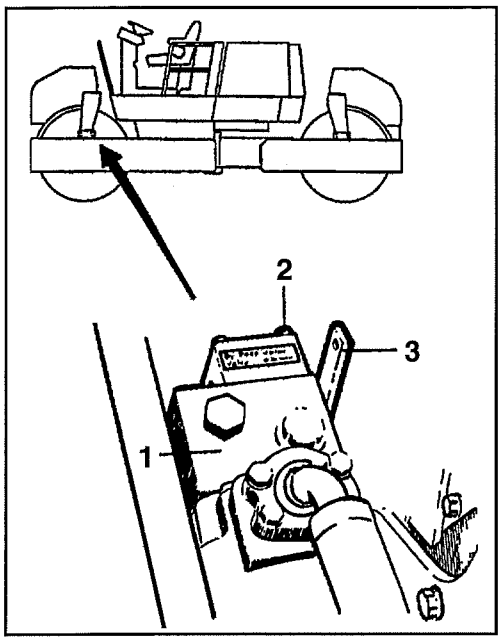
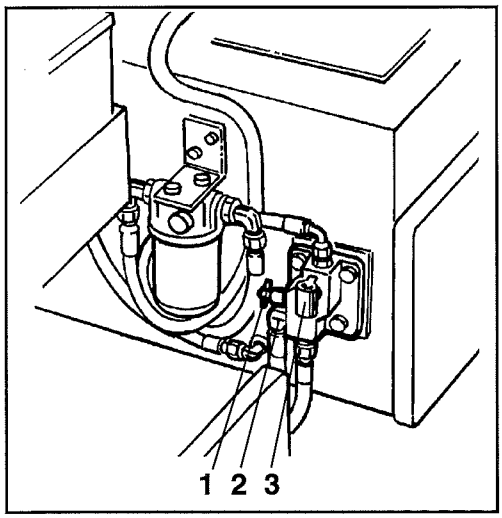

Fig. 29
Fig. 31 ***Bogserventil***
Blockera valsarna! Välten kan börja rulla då armen (3) fig. 29 manövreras.
2. Ta bort skruven (2) på ventilblocket (1) och dra armen (3) uppåt.
3. Glöm inte att ställa tillbaka ventilblockets arm (3) fig 29 till ursrungsläge efter bogseringen.
Blockera valsarna! Välten kan börja rulla då armen (3) fig 29, 31 manövreras.
1. Ta bort skruven (2) på ventilblocket (1) och dra armen (3) uppåt, enligt fig. 29.
2. Pumpa med armen (3) tills bromsarna friläggs. Se till att ventilen (1) är i intryckt läge.
3. Glöm inte att ställa tillbaka ventilblockets arm (3) fig 29 till ursprungligt läge efter bogseringen. Samt håll ventilen (1) fig 31 i utdraget läge några sekunder efter bogseringen.